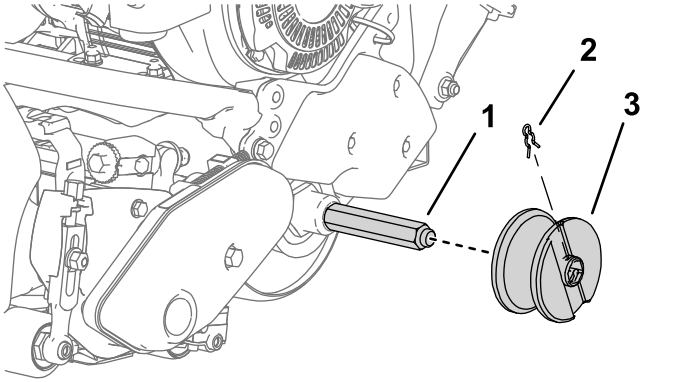

Figur 6
7. Sett et skinnehjul inn på hver aksel og fest det med en hjulklemme (Figur 6).